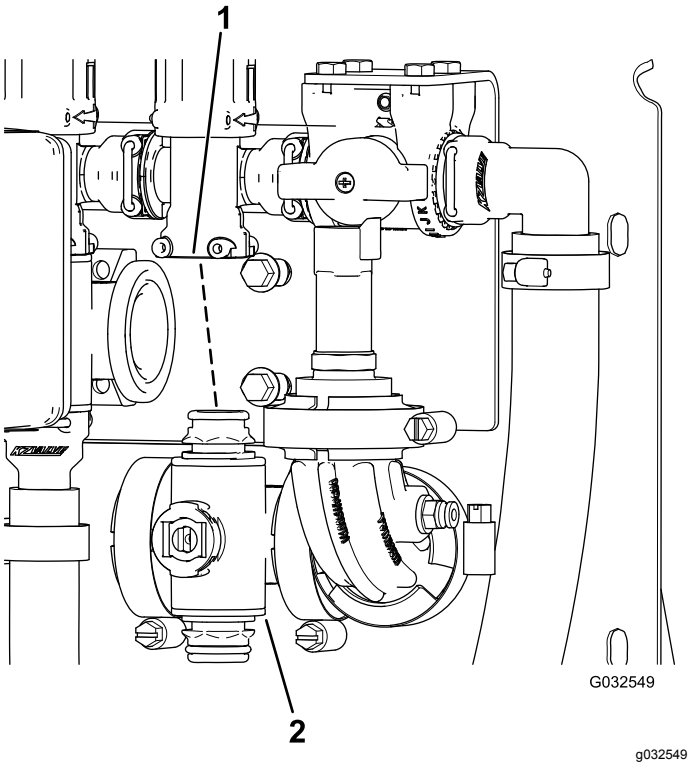

Figur 110
3. Ta bort sektionsventilens grenrör från maskinen (Figur 110).